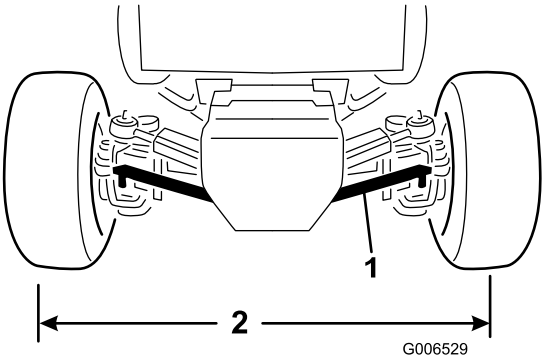

Figur 59
2. Ta bort de muttrar som säkrar en dragstångs kulled på monteringsfästet på axeln och koppla loss kulleden från axeln (Figur 59).
4. Vrid kulleden inåt eller utåt tills avståndet från mitt till mitt framtill och baktill på bakhjulen är detsamma (Figur 59).